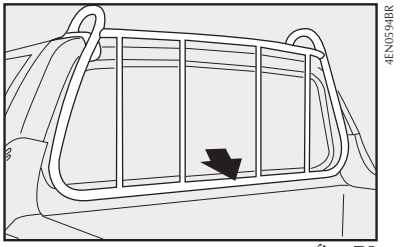
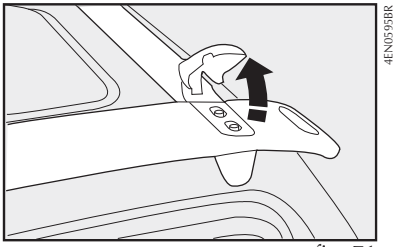

fig. 70
fig. 71
- utilizar o porta-escadas **fig. 70** para apoiar e fixar corretamente os objetos de maior altura. Nas versões com cabine estendida, levantar antes os limitadores **fig. 71**.
Ao utilizar o porta-escadas, não apoiar objetos cujo peso seja superior a 80 kg. No caso dos limitadores fig. 71, não obrigá-los a suportar forças laterais superiores a 30 kg.